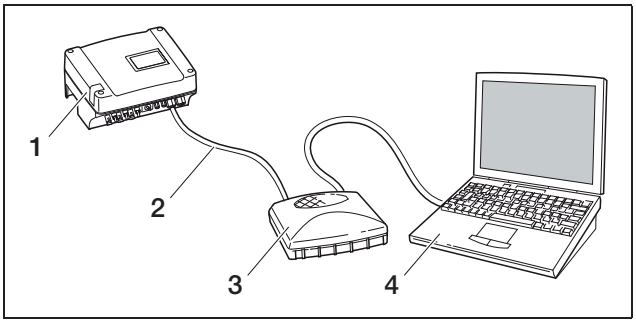

Abbildung 43: *Wechselrichter und Computer mit Ethernetkabeln und Switch verbinden*
b) über ein lokales Netzwerk (Switch und Ethernetkabel, siehe Abbildung 43) verbinden.